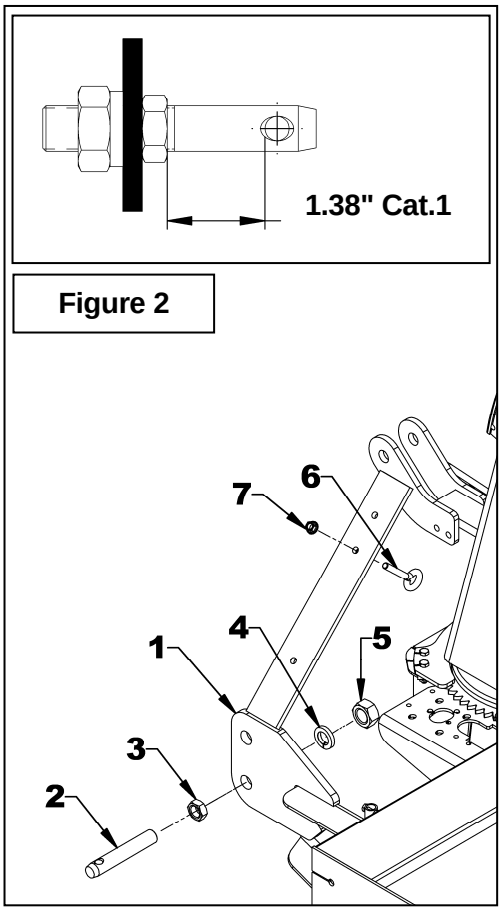

Figure 2
1. **Figure 2:** Remove the nut (item 5) and the lockwasher (item 4) from the cat.1 lower hitch pins (item 2).
2. **Figure 2:** Place the jam nut (item 3) so to obtain 1.38" (35mm) minimum between the edge of the hole of the lower hitch pin and the jam nut.
3. **Figure 2:** Insert the lower hitch pins (item 2) in the lower hole of the hitch (item 1) and secure with the lockwasher (item 4) and the nut (item 5). Tighten at 440 ft-lb (597 N-M).
4. **Figure 2:** Install the eyebolt (item 6) in the upper hole of the left or right side of the three point hitch by screwing the eyebolt nut to the top and locking eyebolt in place with a 3/8" serrated flange nut (item 7).